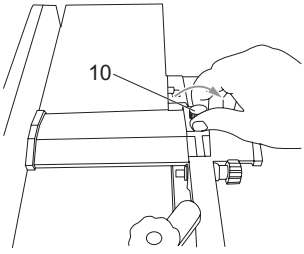

Fig. 22
> Afloje la perilla de bloqueo de la protección de la cuchilla (10) (gírela en sentido antihorario). (Fig. 22)